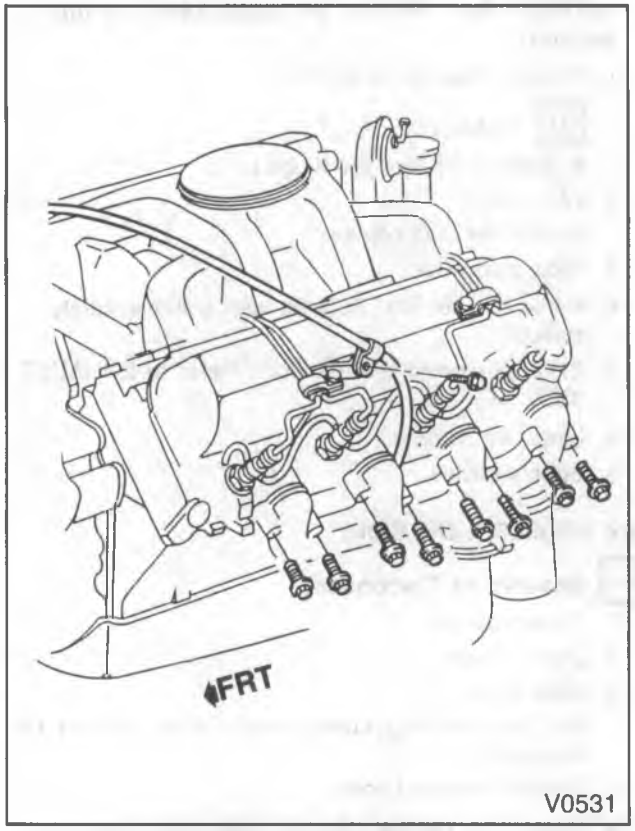

Figure 3—Exhaust Manifold
Install or Connect (Figure 3)
- Intake manifold bolts to 42 N•m (32 ft. lbs.). Use tightening sequence shown in figure 3.